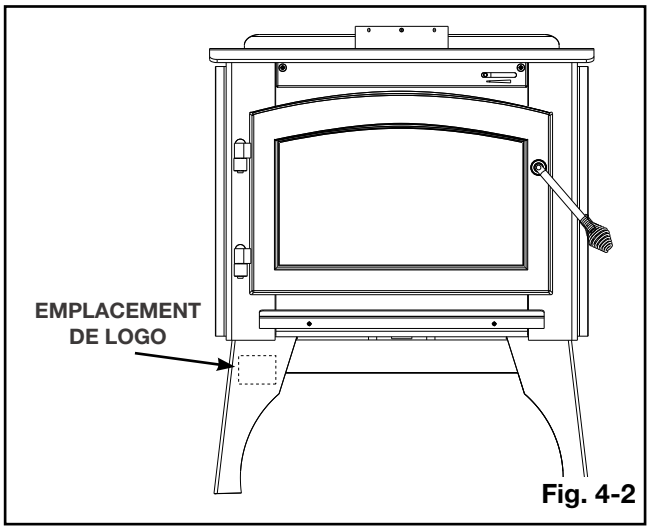

Fig. 4-2
D. Placez le logo comme illustré **(Fig. 4-2)**. Pour l'emplacement de logo supplémentaire, voir la section « tiroir à cendres optionnel ».